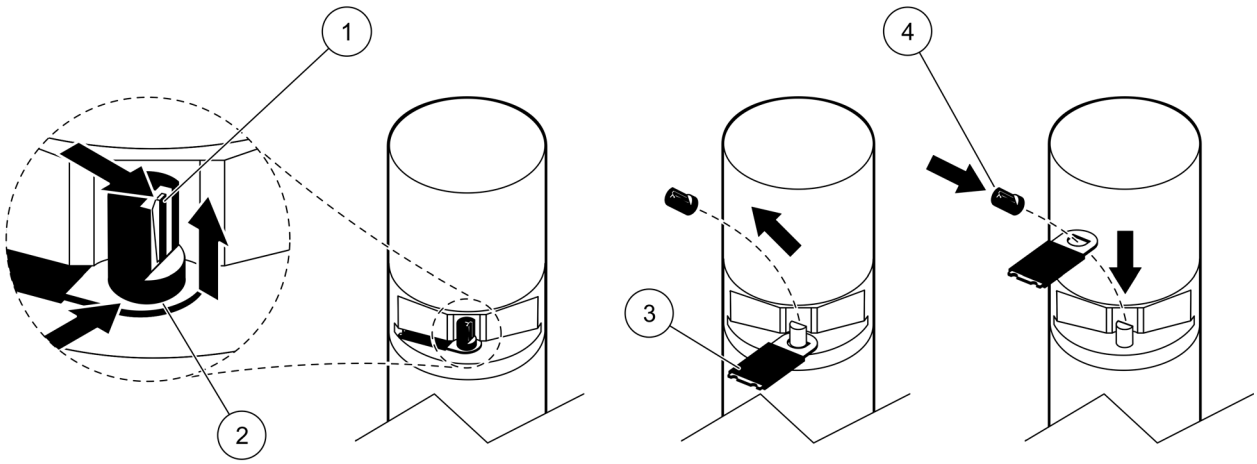

Figuur 8 Wisserprofiel vervangen
Zie Figuur 8 en de hieronder beschreven stappen om het wisserprofiel te vervangen.
9. Licht de borgstrip (Figuur 8, pos. 1) op, draai de kap ondersteboven en verwijder hem (Figuur 8, pos. 2 en 3).
11. De wisser wordt automatisch uitgeschoven. Vervang het wisserprofiel (Figuur 8, pos. 4), plaats de kap terug en zorg ervoor dat hij goed vastzit (Figuur 8, pos. 5).